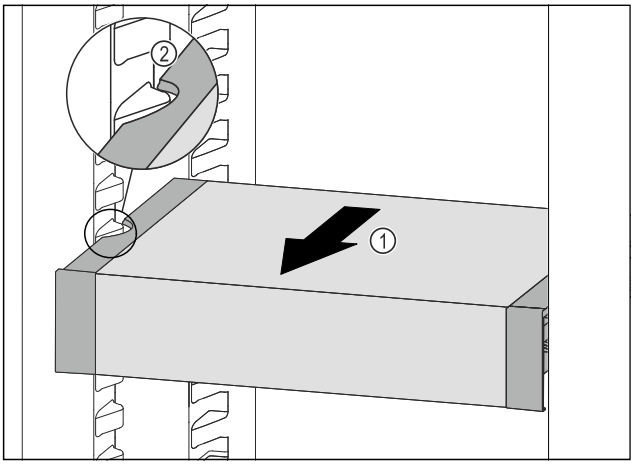

Fig. 182
▶ Pavelciet VarioSafe uz priekšu *Fig. 182 (1)*, līdz VarioSafe sānu padziļinājumi ledusskapja nodalījumā atrodas tvertnes ribas augstumā. *Fig. 182 (2)*